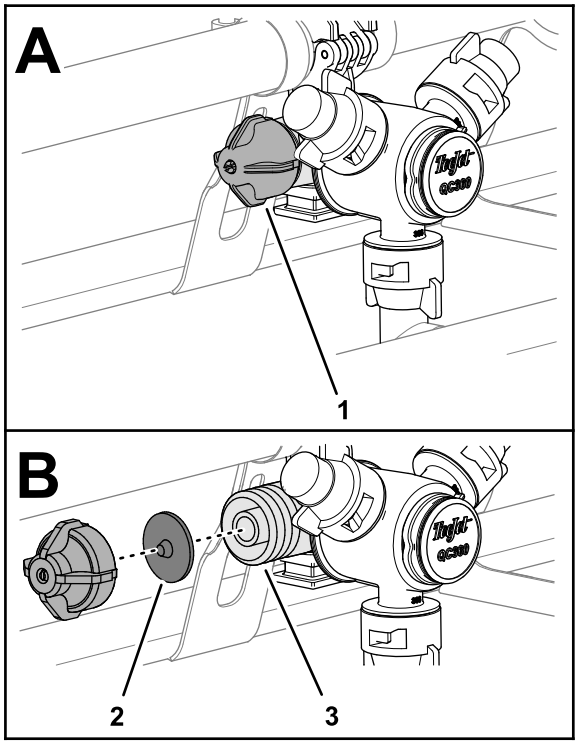

Rysunek 32
1. Odkręć korek membrany w lewo i wyjmij korek z korpusu dyszy (Rysunek 32).
2. Wyjmij membranę zaworu zwrotnego z korka lub korpusu dyszy (Rysunek 32).
3. Czystą wodą wyczyść korek, membranę i korpus zaworu (Rysunek 32).
4. Załóż membranę na korek z ostrzem membrany skierowanym w stronę korka (Rysunek 32).
5. Zamontuj korek z przeponą do korpusu dyszy i dokręć ręką (Rysunek 32).